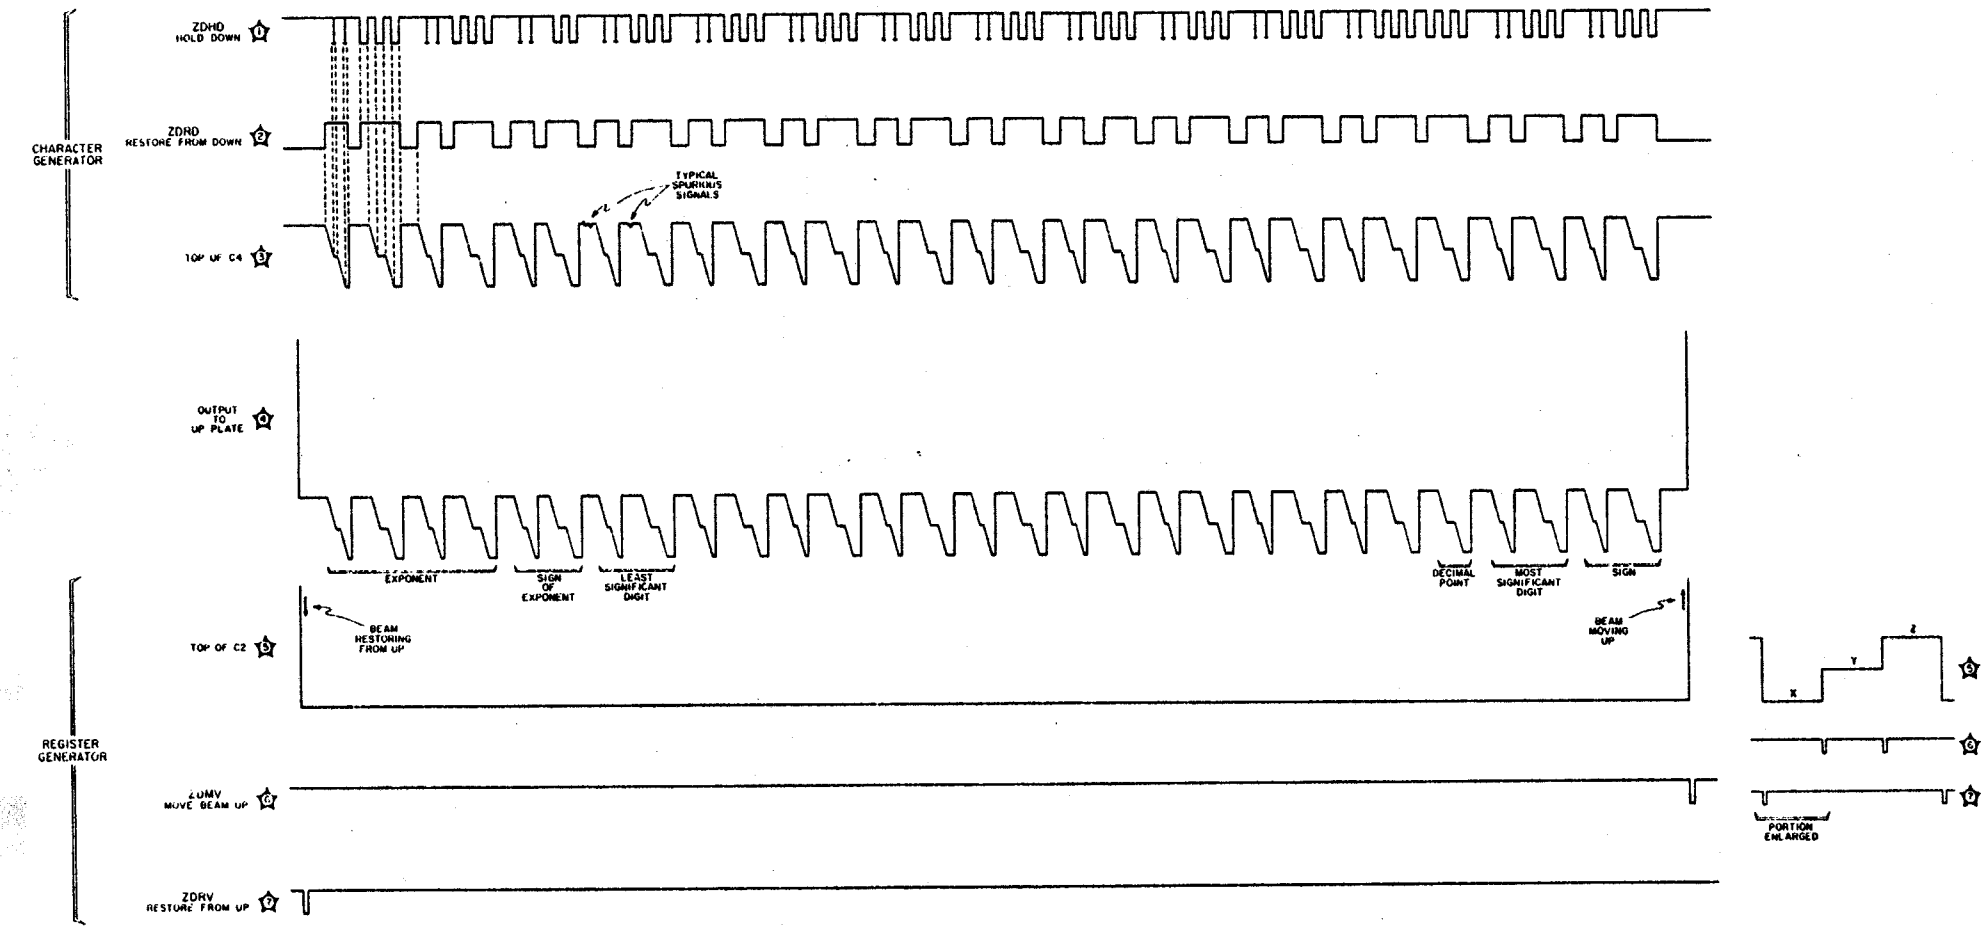
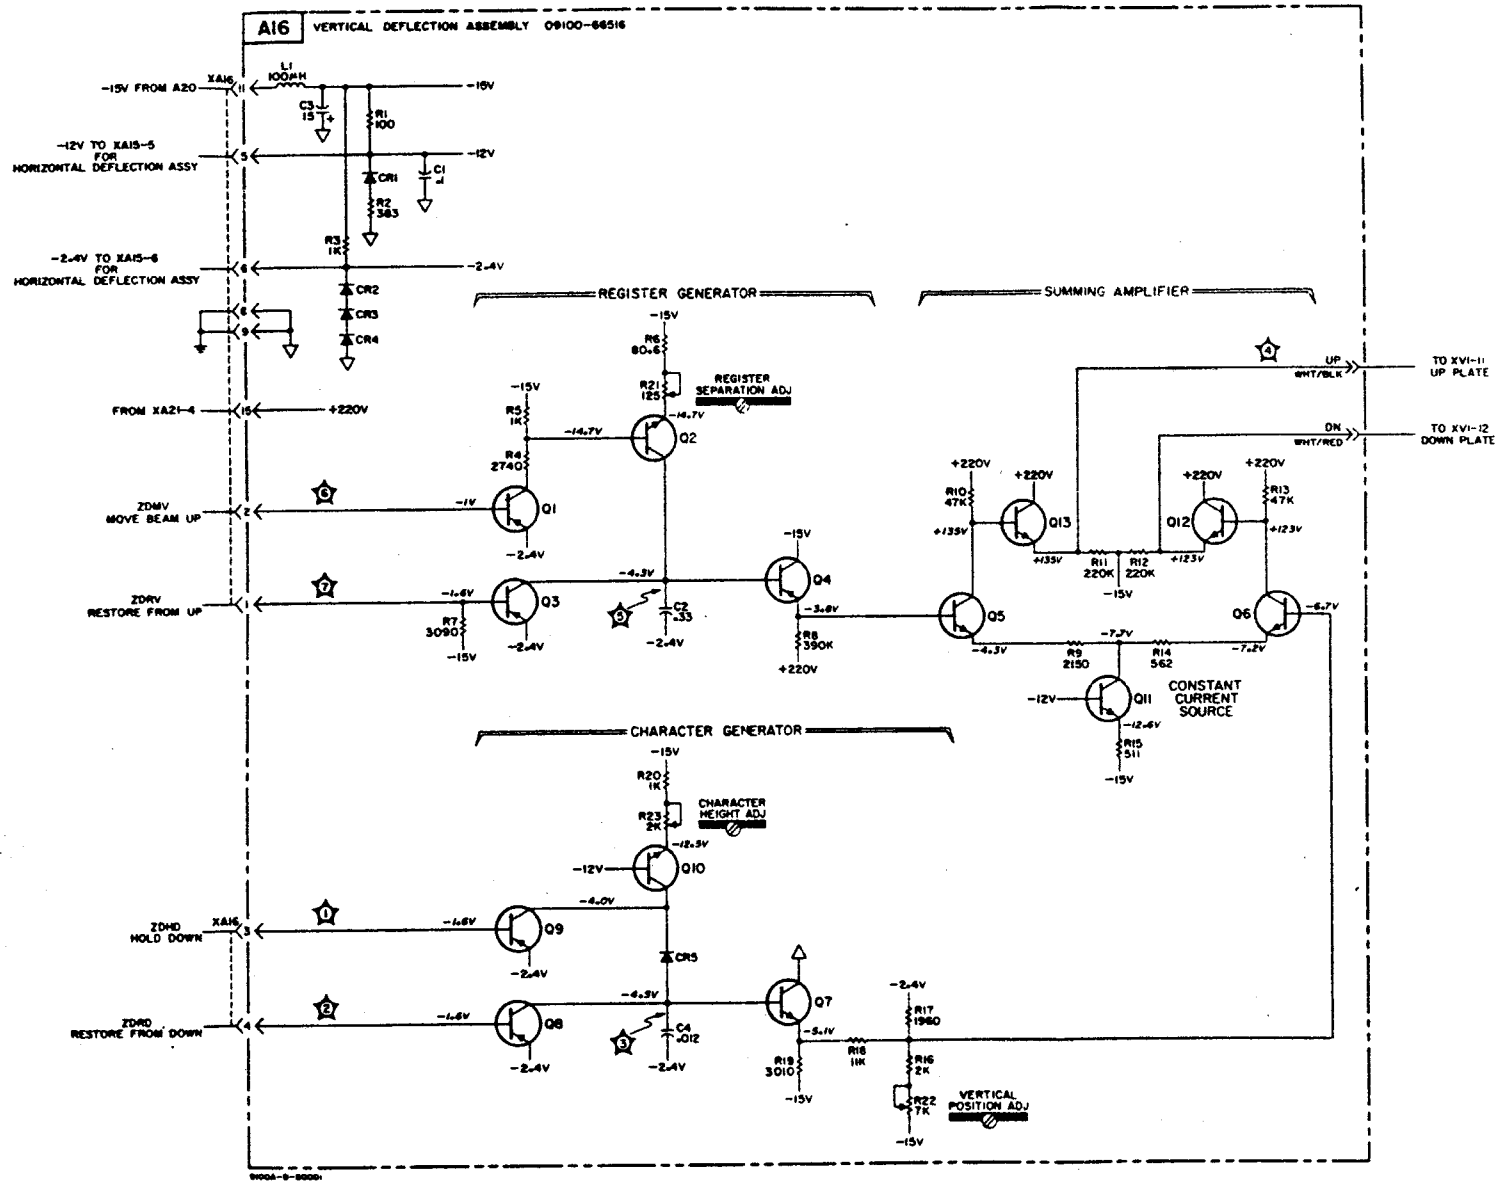

Figure 17. Standard Vertical Deflection Amplifier Waveforms
Figure 18. Standard Vertical Deflection Amplifier Schematic
Basically, the vertical deflection amplifier is a logic to analog converter; it converts the four logic signal inputs (ZDMV, ZDRV, ZDHD, ZDRD) to analog voltages, which are used to drive the vertical deflection plates of the CRT. The vertical deflection amplifier may be divided into three parts: the character generator, register generator and summing amplifier. The following theory of operation is referenced to Figure 18 and Figure 17, the schematic and waveforms of the vertical deflection amplifier.
The register generator generates the waveform ③, shown to the right in Figure 17. A register (X, Y, or Z) is displayed during the time of each waveform plateau. The cycle starts with ZDRV pulsing negative momentarily; this will saturate A16Q3 and discharge A16C2. When the X register has displayed, ZDMV will pulse negative momentarily. This will turn A16Q1 on, which will turn A16Q2 on, resulting in A16C2 charging to a new voltage level (dependent on the pulse width of ZDMV and the setting of A16R21). When the Y register has been displayed, ZDMV will again pulse negative, resulting in a new charge on A16C2. When the Z register has been displayed ZDRV will discharge A16C2 and the cycle is ready to start again.
The character generator operates in much the same way as the register generator, except that it operates in a much faster time reference. It generates the signal ③ shown in Figure 17. Notice that the wave form is cyclic in paired sets; the exception being the decimal point which contains only one of the set. A pair is required to display an alphameric.